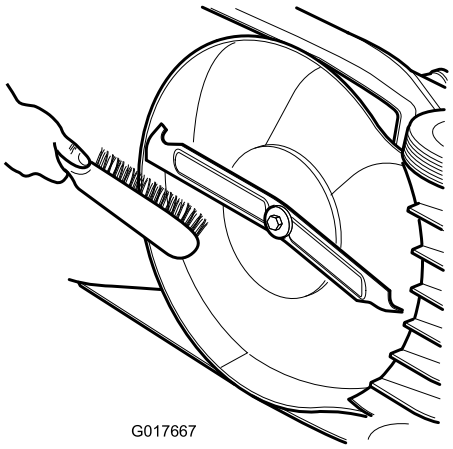

Figur 16
- Rengör klipparhusets undersida. Ta bort smuts och gräsklipp med en skrapa/borste i ett hårt träslag (Figur 16).